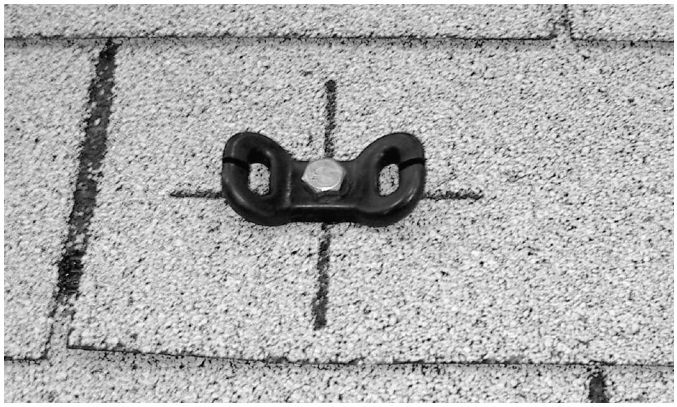

Figure 9
7. Proceed to the lower chalklines previously snapped on the roof for the strap hold-down brackets. Mark a hole 2” to the side of the first panel and continue marking holes on the chalkline centered exactly between the absorber surfaces until you reach the last collector. Mark the last hole the same 2” to the side of the last panel. Drill a pilot hole and apply roof sealant at each of these locations. Bolt the strap hold-down brackets on the roof. Refer to Figure 9. It is OK to step on the collectors.